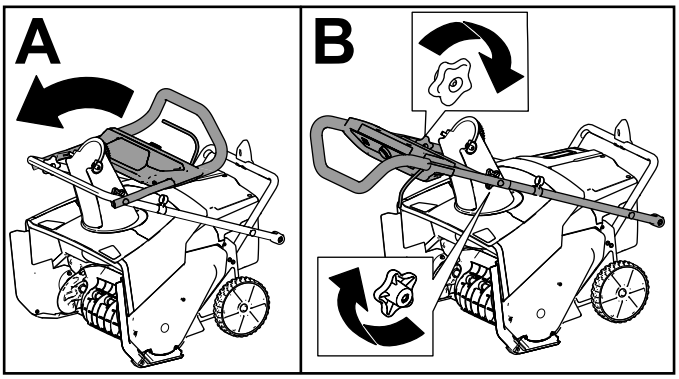

Figur 3
2. Brett opp det øvre håndtaket og la de øvre håndtakene feste seg på plass (A til Figur 3).
3. Stram håndtaksknottene (B i Figur 3).